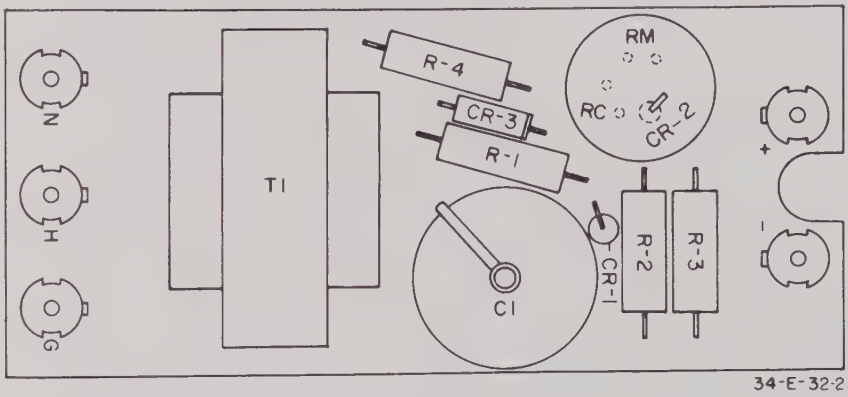
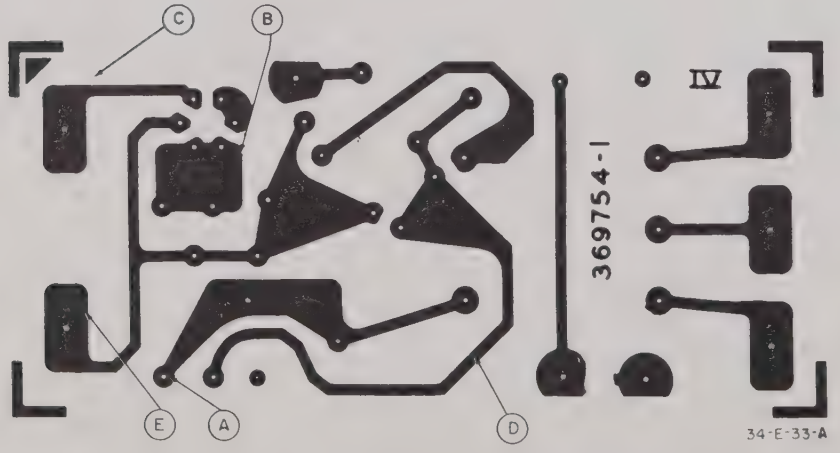
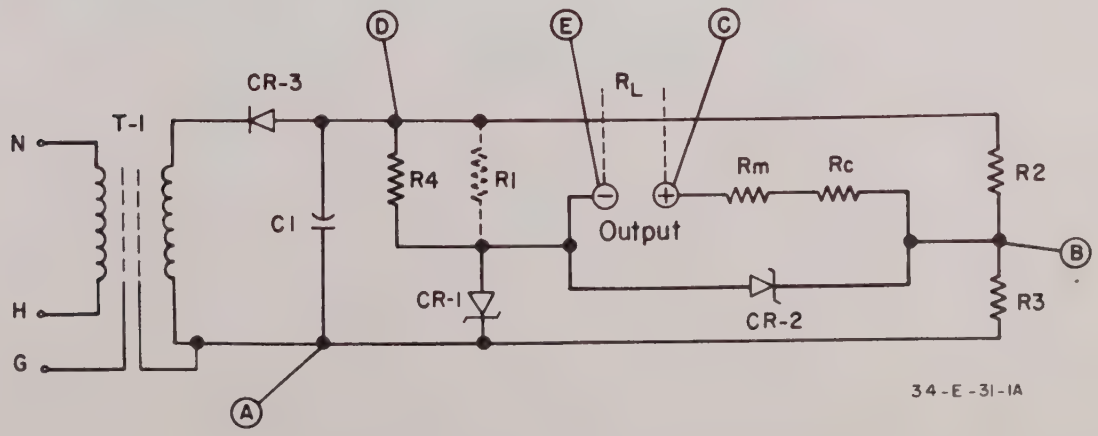

Figure 2. Constant Voltage Unit, component location diagram.
Figure 3. Printed wiring board diagram, showing test point locations.
Figure 4. Constant Voltage Unit, schematic diagram.
**a. General.** An inoperative or malfunctioning constant voltage unit should be replaced. Since it may be necessary, however, to service this unit in the field, voltage and resistance checks are described below. Component locations on the printed wiring board are shown in Figure 2. Check points A, B, C, D, and E are located physically in Figure 3 and schematically in Figure 4.